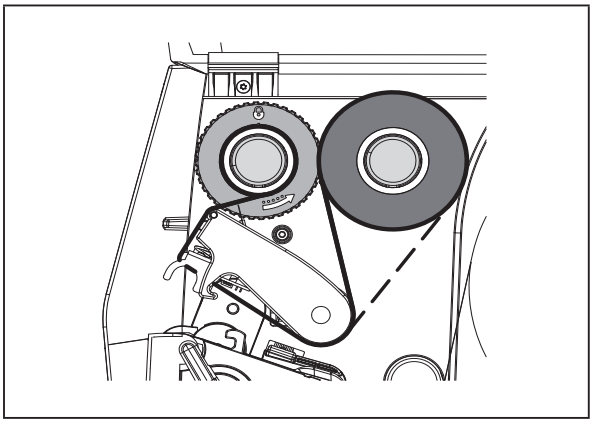

Figure 13 Transfer ribbon feed path
- ▶ Adjust the position of the guide on the take-up hub to the width of the ribbon core (4) and push ribbon core on the take-up hub (2).
- ▶ Guide the transfer ribbon though the printing unit as shown in „Figure 13 Transfer ribbon feed path“.